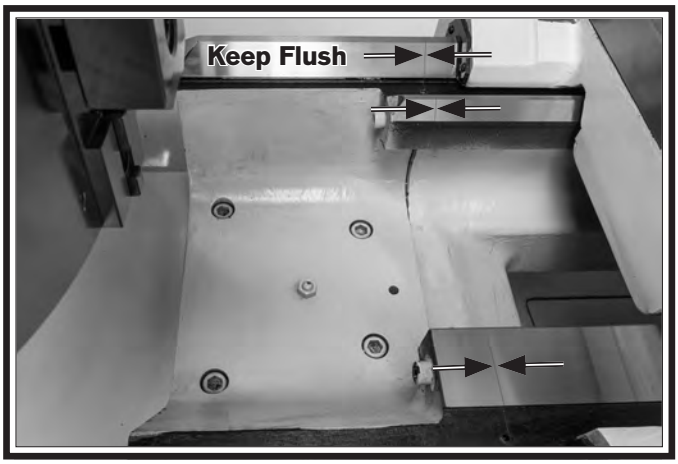

Figure 94. Locations for flush mating.
7. On the machined surfaces where the gap meets the bedways shown in **Figure 94**, make sure the two surfaces are flush mating between the gap and bedways.